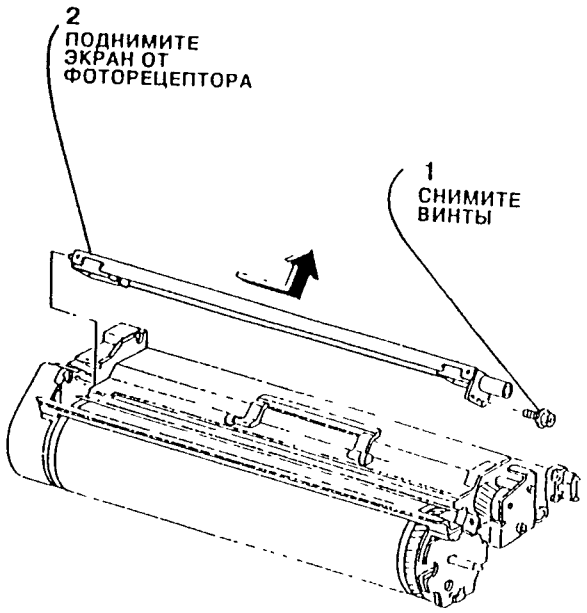

Рис. 5. Снятие скоротрона заряда
17. [illegible] скоротрона заряда и катушки коронирования (Рис. 5).